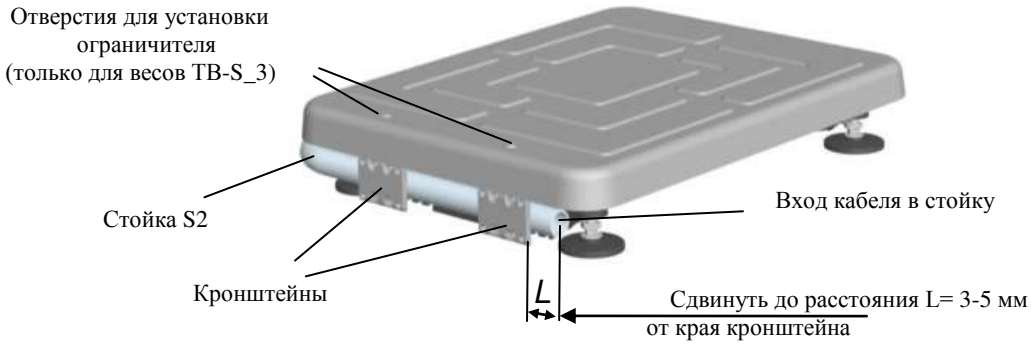

Рис. 6.1 - Крепление круглой вращающейся стойки к модулю ТВ-S
- Сдвинуть стойку S2 на расстояние L = 3-5 мм от края стойки до края кронштейна, Рис. 6.1.